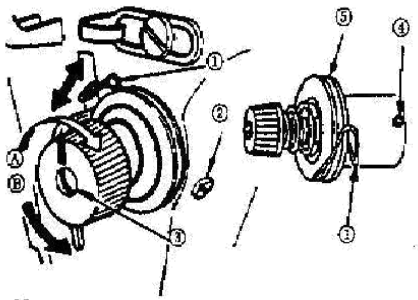

Рис. 15
1. Повернув винт регулятора натяжения (2) по часовой стрелке (в направлении С), Вы усилите натяжение нити в шпульке.
9. ПРУЖИНА НИТЕПРИТЯГИВАТЕЛЯ (Рис. 15).